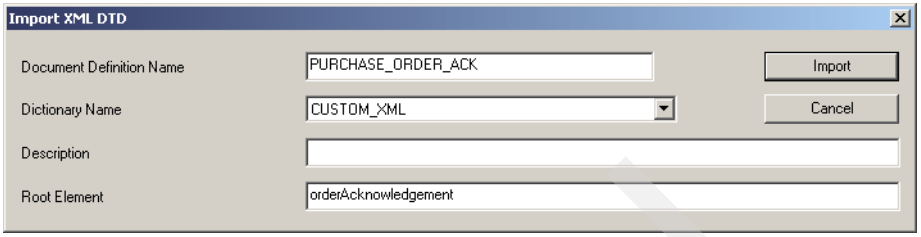

Figure 18-18 Select Root Element
6. Enter `orderAcknowledgement` as the Root Element. The Import XML DTD window should appear as shown in Figure 18-18 on page 603. Click **Import**.